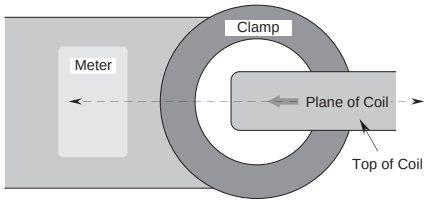

Fig. 4.5.6 Position of Coil
- *Fig 4.5.6.* Place the vertical arm of the coil, as far as is possible, in the center of the air space of the clamp. Align the center axis of the meter along the plane of the coil itself.